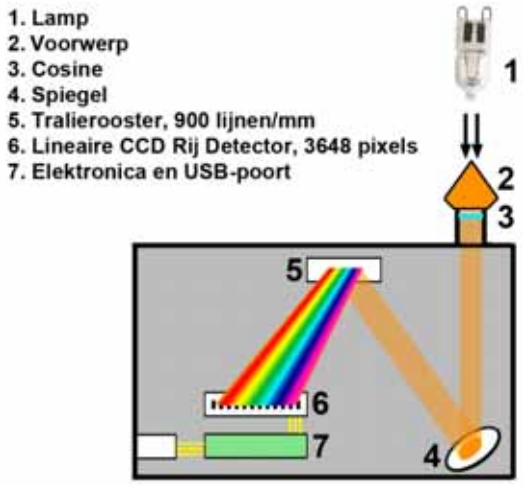

Figuur 6. Schema van de werking van een spectrometer.
Licht is elektromagnetische straling met een golflengtebereik van 400 tot 700 nm. Wanneer alle golflengtes aanwezig zijn spreken we van 'wit' licht. Hoe wit we dit licht ervaren, hangt af van de intensiteitverdeling van de verschillende golflengtes. Licht van een gloeilamp is geelachtig en noemen we warm wit licht. Het licht afkomstig van witte wolken in een stralend blauwe hemel ervaren we als blauwachtig of koel wit licht. We kunnen de spectrale samenstelling van het warm wit licht en koel wit licht registreren met behulp van een spectrometer. De werking van de spectrometer wordt in figuur 6 behandeld.
Eerst leggen we met de spectrometer (figuur 6) de samenstelling van het witte licht vast (zonder specimen). Het licht van de lichtbron (1) passeert een diffusor (3) (de 'cosine' in de Angelsaksische literatuur) waarna het perfect diffuus via een nauwe spleet de spectrometer binnentreedt. Het wordt opgevangen door een spiegel (4) en gefocusseerd op een tralierooster (5). Aan het tralierooster wordt het licht ontleed tot een spectrum. Dit spectrum wordt op de detector (6), een lineaire CCD, geprojecteerd. Iedere pixel van de CCD wordt getroffen door een stukje van het spectrum en registreert de intensiteit (hoeveelheid) ervan. Via de aangesloten PC met stuur- en toepassingssoftware wordt een tabel opgeslagen met de geregistreerde waarden. Er wordt eveneens een grafiek geproduceerd, de emissiecurve, die de $Intensiteit_{0,\lambda}$ in functie van de golflengte toont.